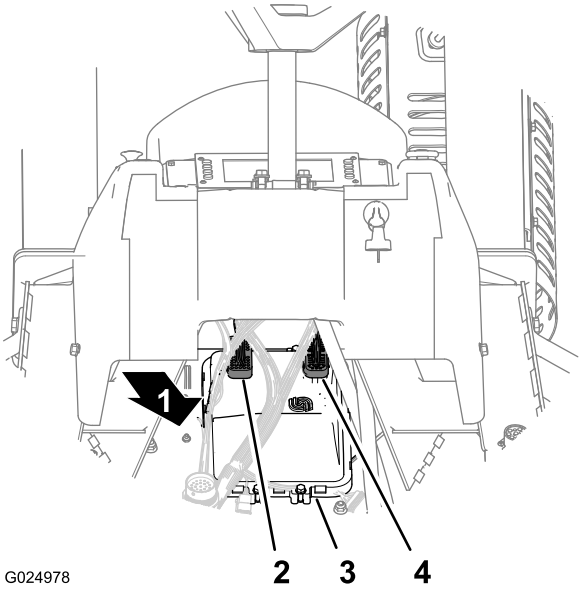

Rysunek 118
2. Odłącz złącze 50-gniazdowe (CPU 1) z tyłu modułu komputera (Rysunek 118).
3. Odłącz złącze 38-gniazdowe (CPU 2) z tyłu modułu komputera (Rysunek 118).
1. Podłącz złącze 38-gniazdowe (CPU 2) z tyłu modułu komputera (Rysunek 118).
2. Podłącz złącze 50-gniazdowe (CPU 1) z tyłu modułu komputera (Rysunek 118).